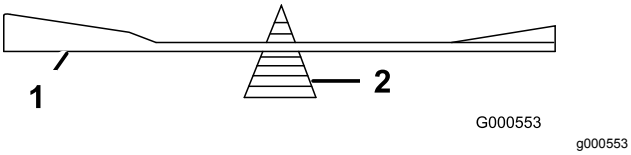

Bild 79
2. Prüfen Sie die Auswuchtung des Schnittmessers auf einer Ausgleichsmaschine (Bild 79).